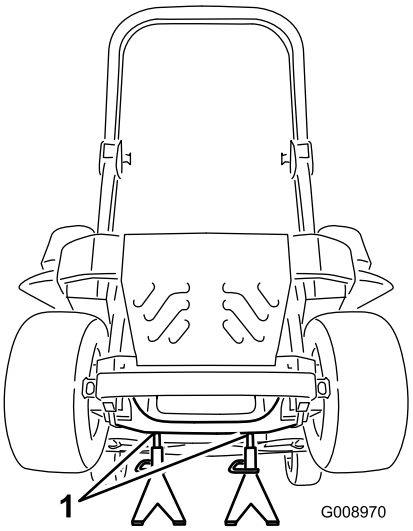

Figur 91
3. Höj upp maskinen och stötta upp den med domkrafter (Figur 91).
9. Ta bort domkrafterna och sänk ner maskinen (Figur 91).